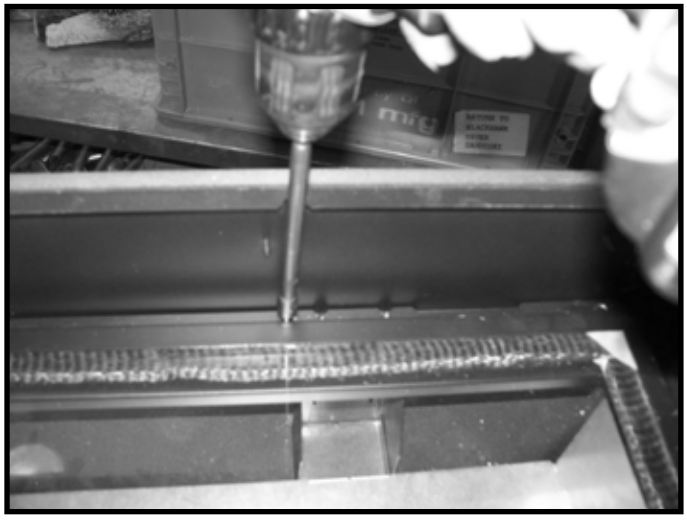

**Figure 9.4 Gas and Electrical Access - Remove Glass Window**
10. Remove the eight screws that secure the glass window. Remove the glass window. Handle with care. See Figure 9.4.